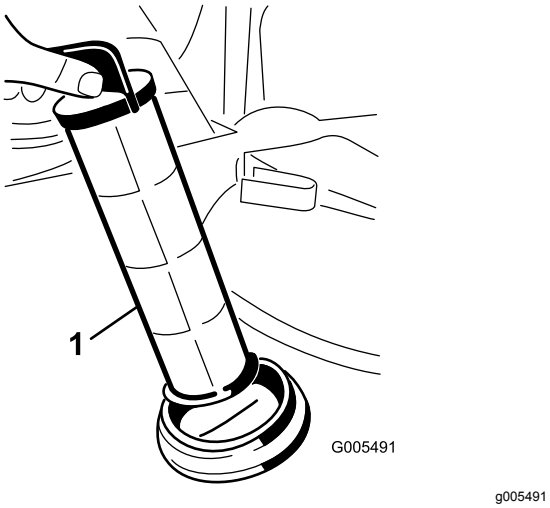

**Figur 67**
4. Trekk sugefilteret ut av sugefilterhuset i tanken (Figur 67).